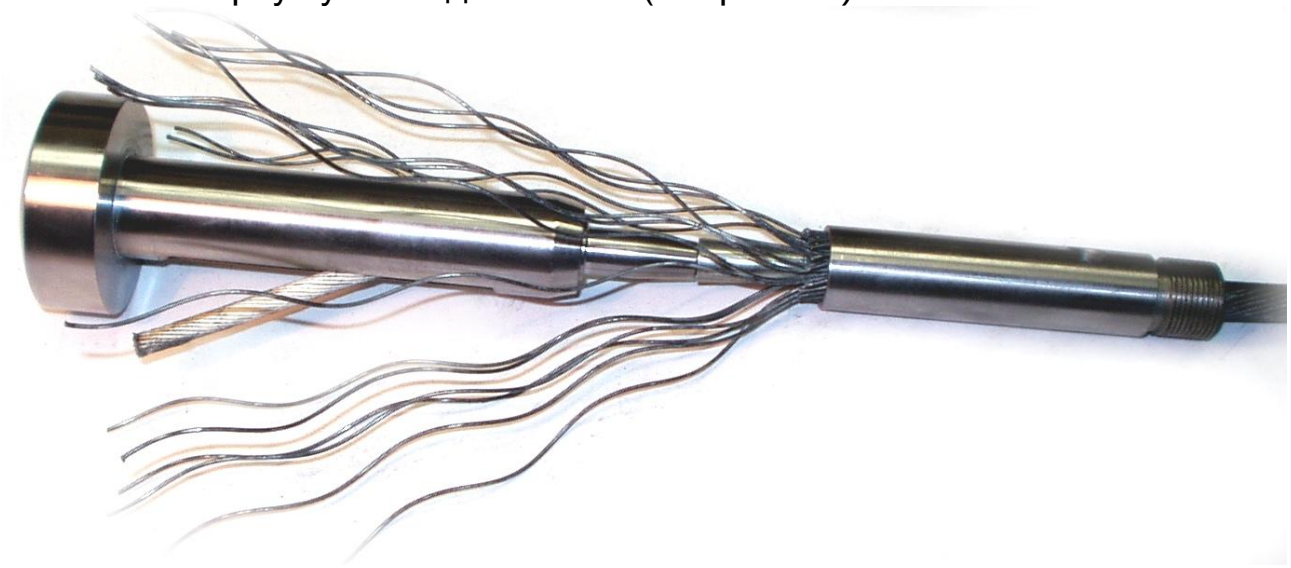

Рис.12
10. В воронку из проволок нижнего повива слева вставляют малый конус узла заделки и подводят справа корпус узла заделки (см. рис. 12).
11. Надавливают на малый конус узла заделки ударником со вставленным в него пуансоном для забивки (малого конуса) (см. рис.12). При этом электрические жилы кабеля пропускают через отверстие в ударнике.